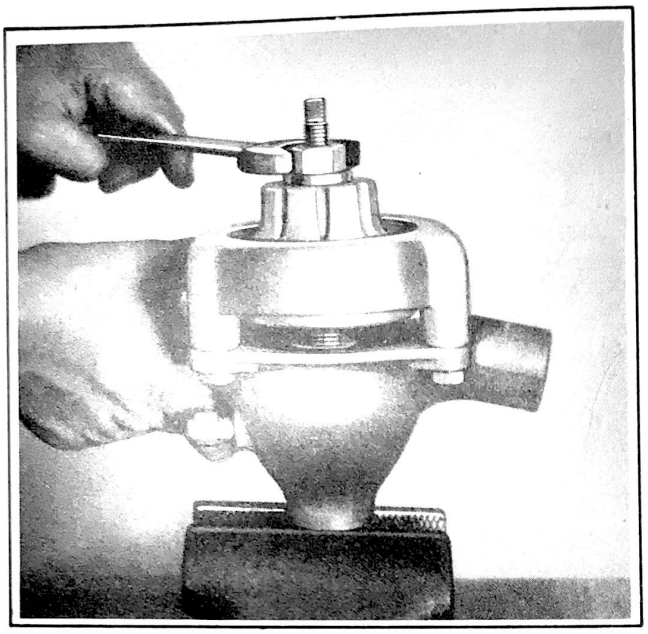

Figure 94
10. Screw the thumb screw (No.2) in place in the body and thread the bushing puller (No.5) into the rear bushing until the puller has taken a firm hold, as illustrated in Fig. 94. Pull the rear bushing by turning the nut and holding the thumb screw in place at the same time.